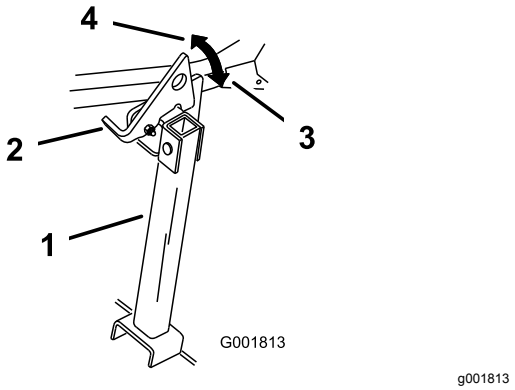

Rysunek 44
2. Unieś zaczep, aby go ODBLOKOWAĆ (Rysunek 44).